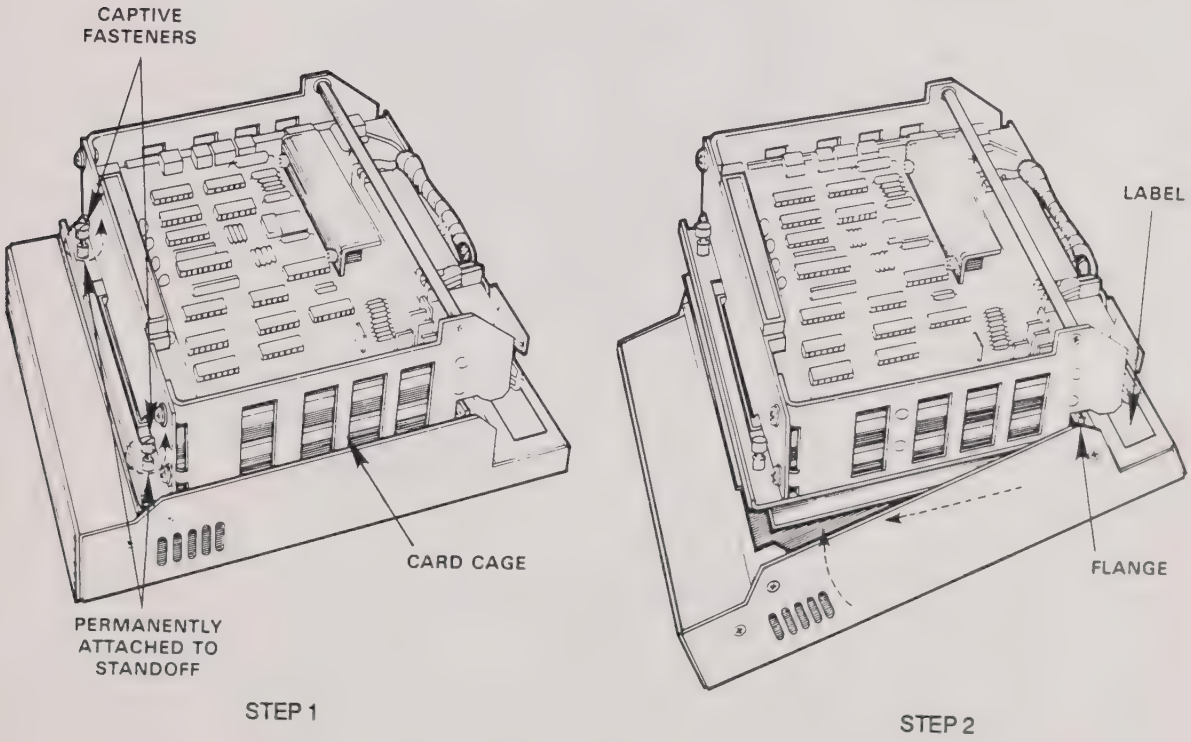

Figure 1. UniPak 2/2B Disassembly (UniPak 2 shown)
3. Using the medium size slot-head screwdriver, unscrew the captive fasteners (figure 1, step 1) until they hang loosely; the fasteners will not separate from their standoffs.
4. Lift the card cage up slightly, then pull out (as shown in figure 1, step 2) to unlock the flanges.